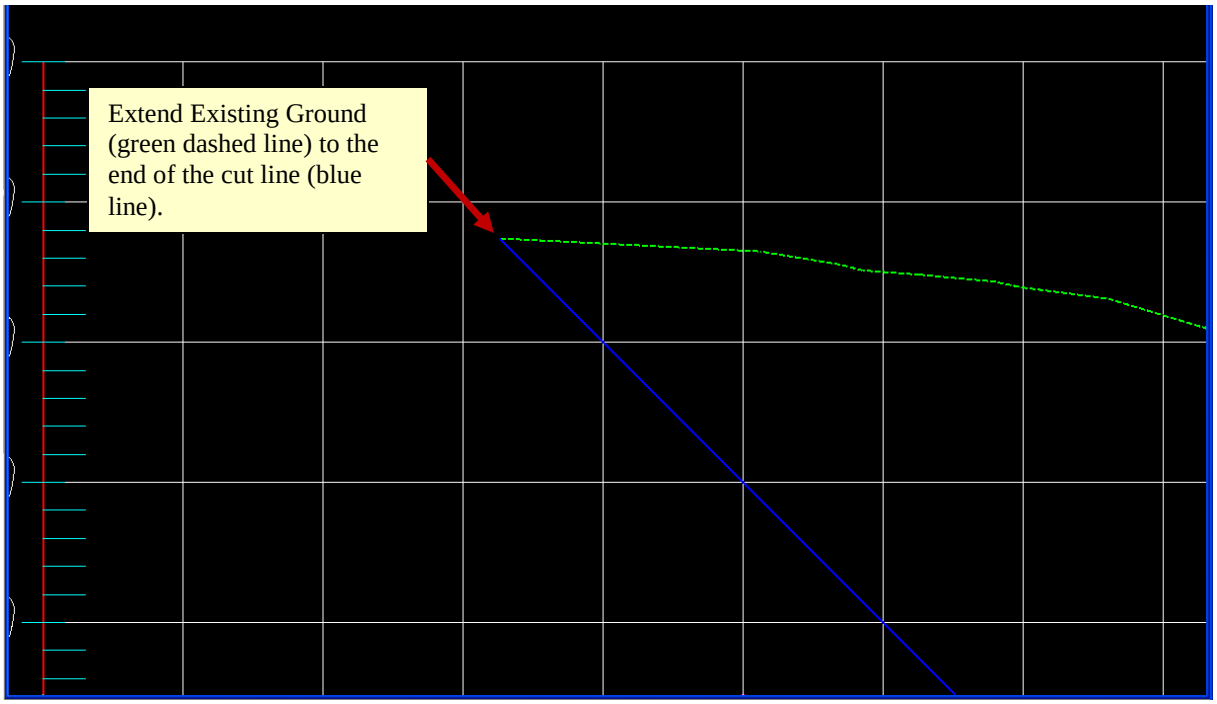

Figure L11-14 MicroStation View Window
34.	**Extend the Green Dashed Line Representing the Existing Ground.** • In MicroStation, click the **Modify** element icon ( ). • Left click on the end of the Existing Ground (dashed green line). • The Existing Ground now dynamically follows the mouse as you move it across the screen. • Snap to the slope stake point at the end of the blue cut line. If you do not snap to the end of the line the fill shape may not draw correctly. • Verify in MicroStation that your view matches that shown in *Figure L11-14* and that the existing ground was drawn correctly.